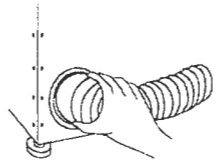

Fig. 3
- Introducir el adaptador en la salida de la secadora (Fig. 3).
- Introduire l'adaptateur dans la sortie souhaitée du sèche-linge (Fig. 3)
- Inserire l'adattatore sull'uscita richiesta dell'asciugatrice (Fig. 3)
- Den Adapter in den gewünschten Austritt des Wäschetrockners einführen. (Siehe Abb. 3)
- Fit the adaptor into the dryer outlet required. (Figure 3)
- Plaats het tussenstu gewenste uitlaat va droger (Fig.3)